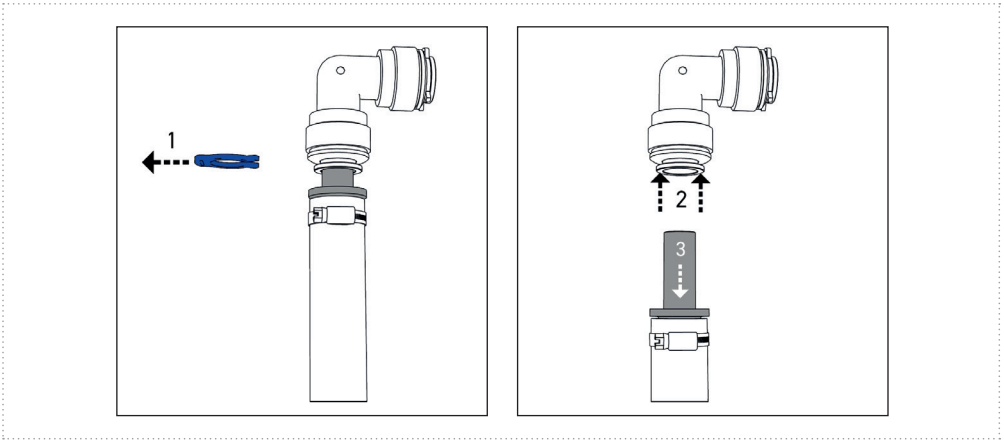

Abbildung 13
Sollte es notwendig sein, eine Einsteck-Verbindung zu lösen, gehen Sie bitte wie folgt vor (Abbildung 13). Entfernen Sie zuerst den Sicherungs-Ring (1). Das Halteelement mit den Fingern oder unter Zuhilfenahme einer Lösehilfe (z.B. Sicherungsring) zurückdrücken und festhalten (2). Das eingesteckte Rohr bzw. der Schlauch kann nun entfernt werden (3).